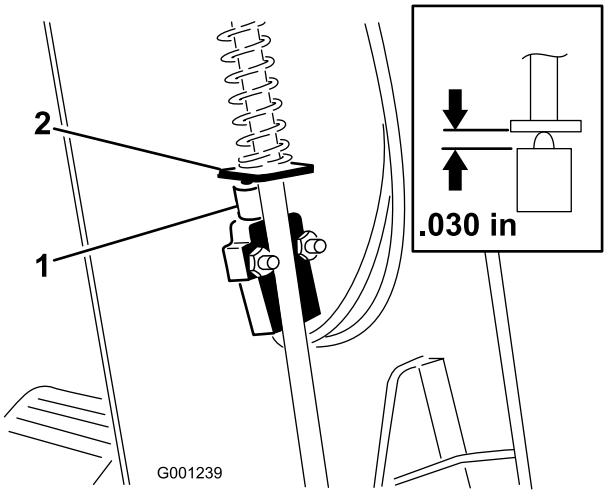

Figur 62
3. Dra dekselet opp langs styreakselen for å få tilgang til parkeringsbremsebryteren (Figur 62).
5. Juster dreievingen på parkeringsbremsestangen slik at den er på linje med brytertappen (Figur 62)
6. Trykk ned på parkeringsbremsestangen og skyv opp bryteren til den sammentrykte lengden på brytertappen er 0,76 mm (Figur 62, innfelt). Dette er avstanden mellom bremsestangen og brytertapphuset.